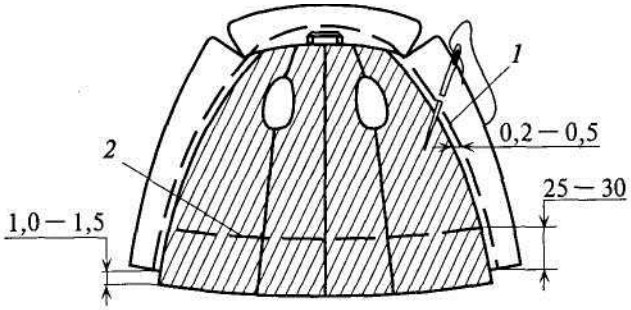

Рис. 95
- Вывертывают изделие на лицевую сторону и приметывают подборт по внутреннему срезу на расстоянии 0,2 — 0,5см от строчки притачивания подкладки (рис. 95, строчка 7). При этом изделие располагают на столе подкладкой вверх, бортом к работающему. По подкладке прокладывают строчку прямых стежков на расстоянии 25 — 30 см от низа (строчка 2).